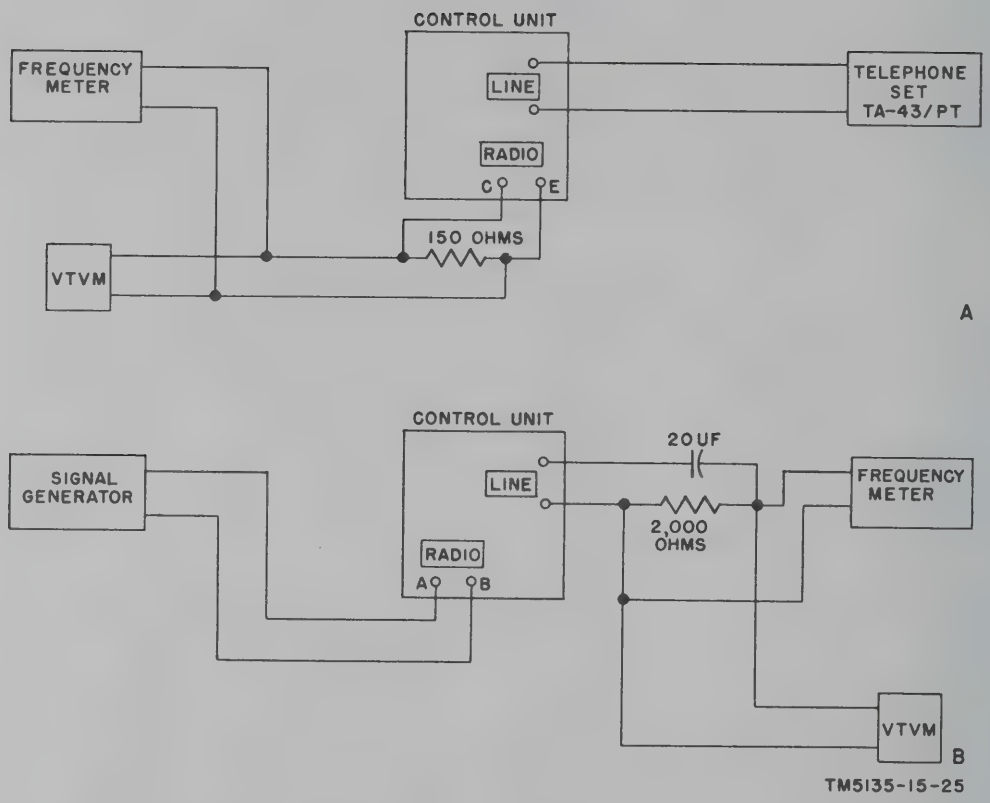

Figure 24. Test equipment connections for final tests.
c. Connect the field telephone, frequency meter and vacuum tube voltmeter (vtvm) to the control unit and resistor as shown in A, figure 24.
d. Connect the vtvm and frequency meter across the 2,000-ohm resistor as illustrated in B, figure 24.